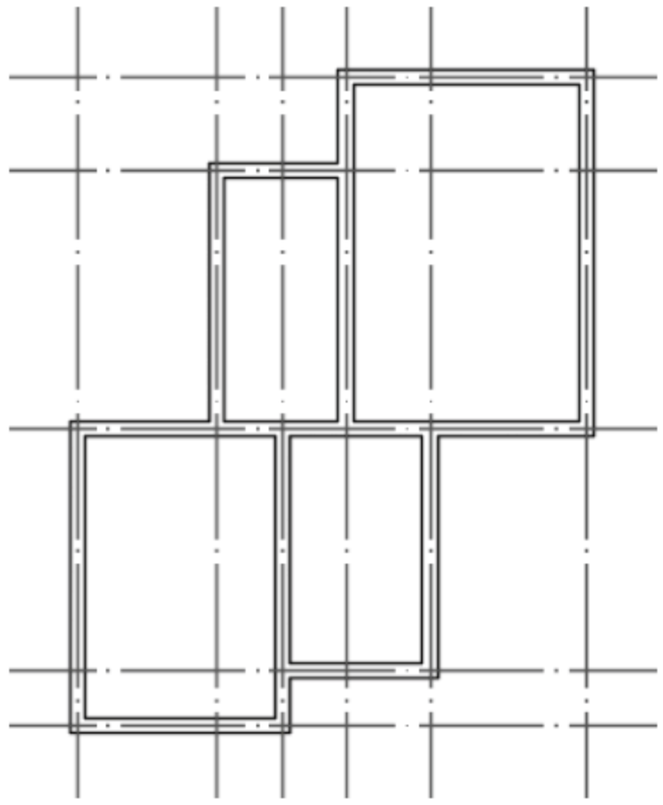

图 2-11　墙生轴网
打开源文件中的"墙体图"，绘制如图 2-11 所示的轴网。
(1) 单击菜单中"轴网柱子"→"墙生轴网"命令，生成轴网，如图 2-11 所示。命令行提示如下。